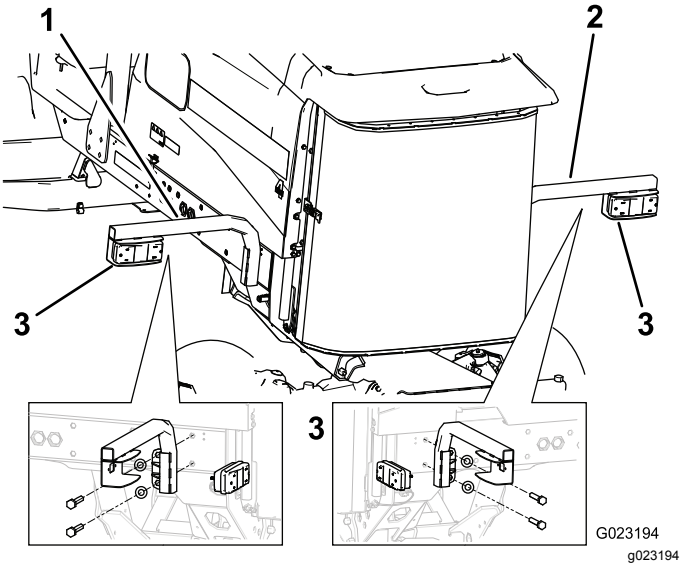

Figura 19
2. Sujete el soporte de la luz izquierda al soporte y al bastidor con 2 pernos (5/8" x 3"), 2 arandelas planas y 2 contratuercas, según se muestra en (Figura 19).
3. Monte la luz trasera en el soporte con los pernos y las tuercas incluidos con la luz (Figura 19).
5. Sujete el soporte de la luz derecha al bastidor con 2 pernos (5/8" x 3") y 2 arandelas planas (Figura 19).